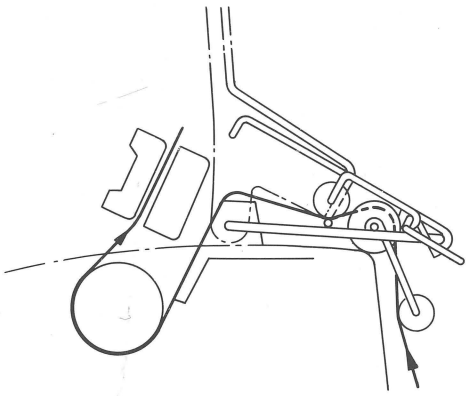

Fig. 3
5. Replace the portion (A) in its original position and open the acoustic cover (C). (Fig. 3)
6. Operate the platen knob to advance the paper up to the tractor and set the paper in the tractor. (Fig. 3)